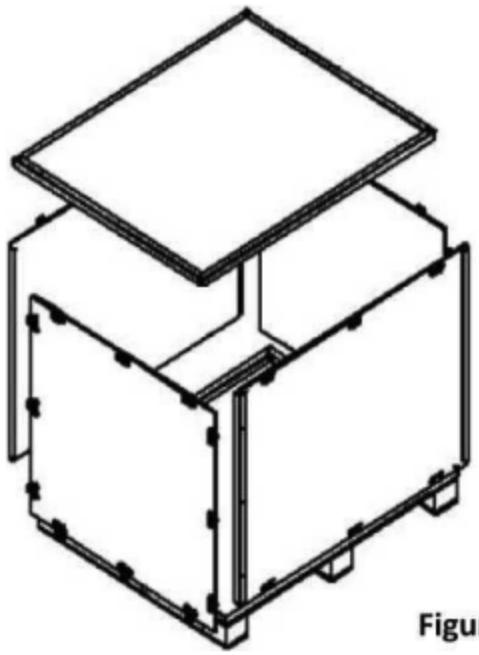

Figure 5
- ✧ Check the packaging damage and the rain and other damage phenomenon, using the tool unpack the packing as shown in Figure 5, please dispose of packaging box, lest the environmental pollution.